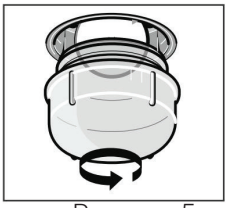

Рисунок 5
2. Поверните стеклянную крышку против часовой стрелки (см. рисунок 5).